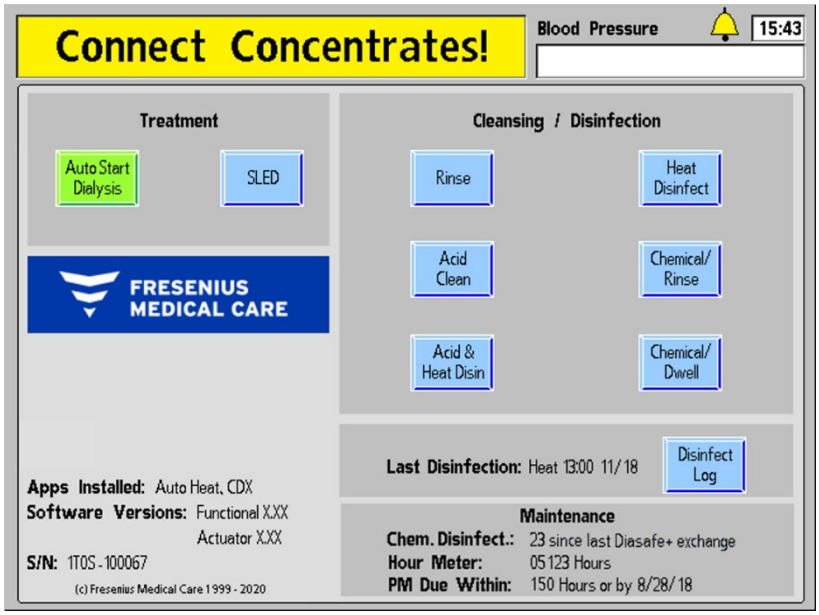

Figure 24 – The Auto Start Program Waiting for Concentrate Connection
- ✓ The red acid concentrate connector is inserted into a central acid supply or a jug containing sufficient acid concentrate for an entire treatment; if the connector is still in its port, the Auto Start Dialysis button will be green and the Status Box message "Connect Concentrates" will be displayed as in Figure 24 above. Once the connector is removed from its port, the machine will wait up to 10 minutes for dialysate conductivity and temperature to stabilize. If they do not, automatic testing will be cancelled and the self tests must be run manually.